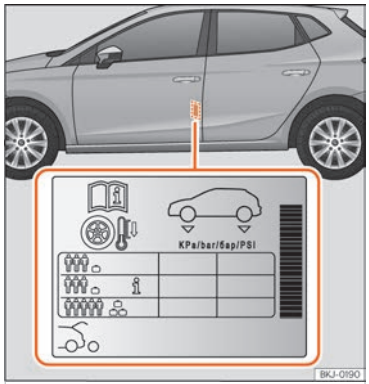

Fig. 181 Ubicación del adhesivo de la presión de inflado de los neumáticos.
- Adapte la presión de los neumáticos a la carga que lleva el vehículo ››› fig. 181.
Los valores de la presión de inflado se indican en la etiqueta adhesiva situada en la zona posterior del marco de la puerta delantera izquierda ››› fig. 181.
La presión de los neumáticos se debe adaptar a la carga actual del vehículo. Si el vehículo va a ir cargado al máximo, debe aumentar la presión de inflado al valor máximo de carga indicado en la etiqueta adhesiva ››› fig. 181.
En el caso de una rueda de emergencia minimizada (125/70 R16 o 125/70 R18), inflar a 4,2 bar de presión según se indica en la etiqueta de presión de los neumáticos ››› fig. 181.
En función del vehículo, se puede adaptar la presión de inflado de los neumáticos a media carga para aumentar el confort de marcha (presión de inflado ℹ ››› fig. 181). Cuando se circula con la presión de inflado de confort, puede incrementarse ligeramente el consumo de combustible.
- **El conductor es responsable de que todos los neumáticos del vehículo estén inflados a la presión correcta. La presión de inflado recomendada viene indicada en un adhesivo ››› fig. 181.**
- **Con los neumáticos en frío, deberá mantenerse siempre la presión indicada en el adhesivo ››› fig. 181.**